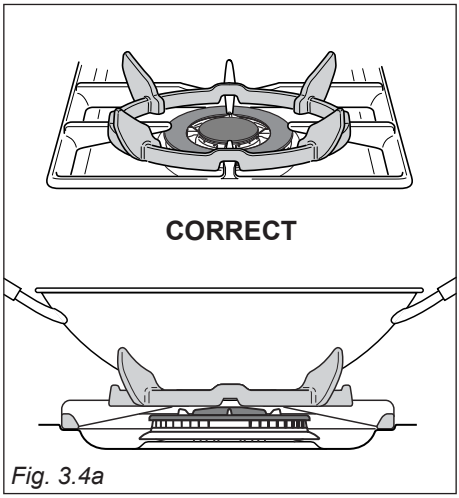
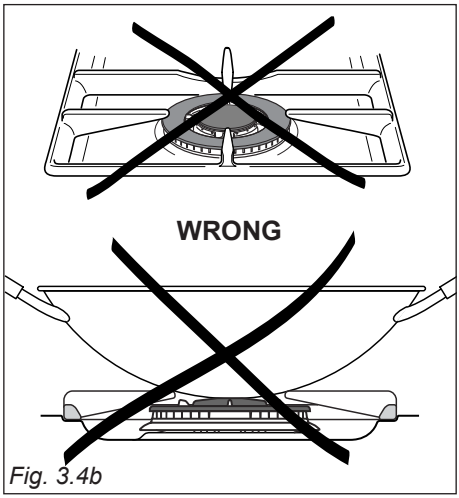
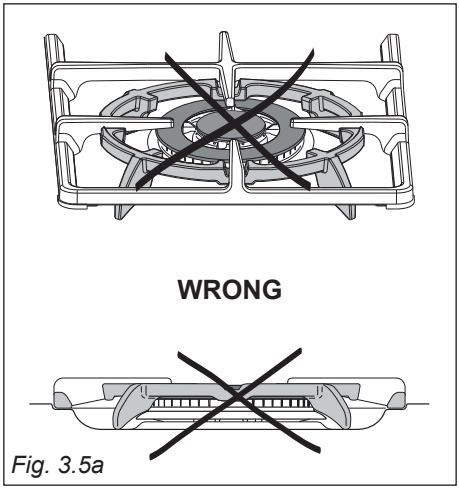

Fig. 3.4a
Fig. 3.4b
Fig. 3.5a
When using a WOK, the supplied wok stand **must** be placed onto the pan stand to avoid any faulty operation of the double-ring burner (fig. 3.4a). The wok **should not** be placed directly onto the pan support without the use of the supplied wok stand (fig. 3.4b).
When using the wok stand it MUST ONLY BE PLACED over the pan support for the double-ring compact (fig. 3.4a). **Under no circumstances should the wok stand be placed under the pan supports** (figs 3.5a - 3.5b). Incorrect placement of the wok stand in this manner may impinge the flame resulting in incomplete combustion and give rise to harmful levels of Carbon Monoxide (CO).